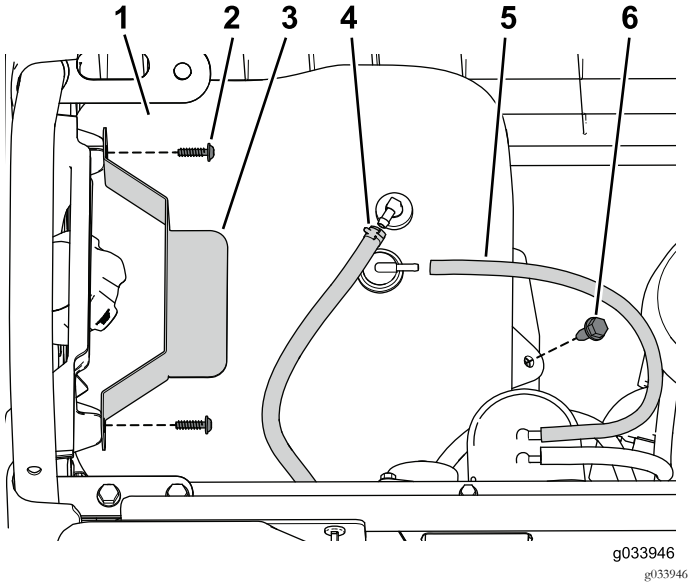

Figura 1
1. Rimuovete il bullone flangiato che fissa il serbatoio del carburante al vassoio del serbatoio (Figura 1).
2. Rimuovete le viti che fissano il dispositivo di tenuta (Figura 1).
3. Scollegate il tubo di sfiato e la tubazione del carburante dal serbatoio (Figura 1).